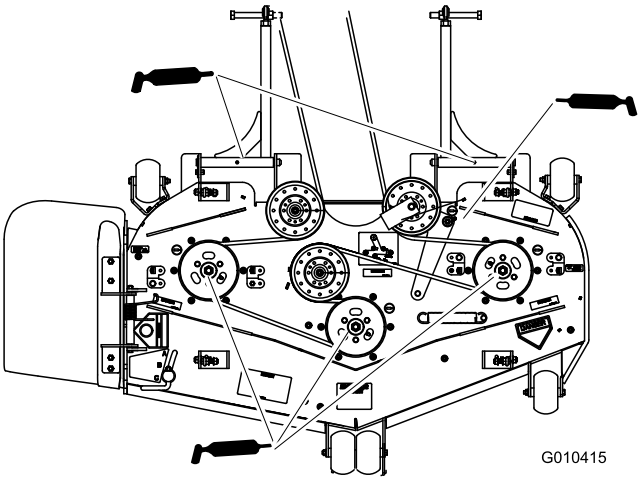

Figur 35
4. Smør de tre spindellejer under remskiverne, indtil der kommer fedt ud af de nederste tætninger (Figur 35).
5. Smør styrearmen på plæneklipperskjoldet (Figur 35).
6. Smør fittingerne på løftearmene (Figur 35).